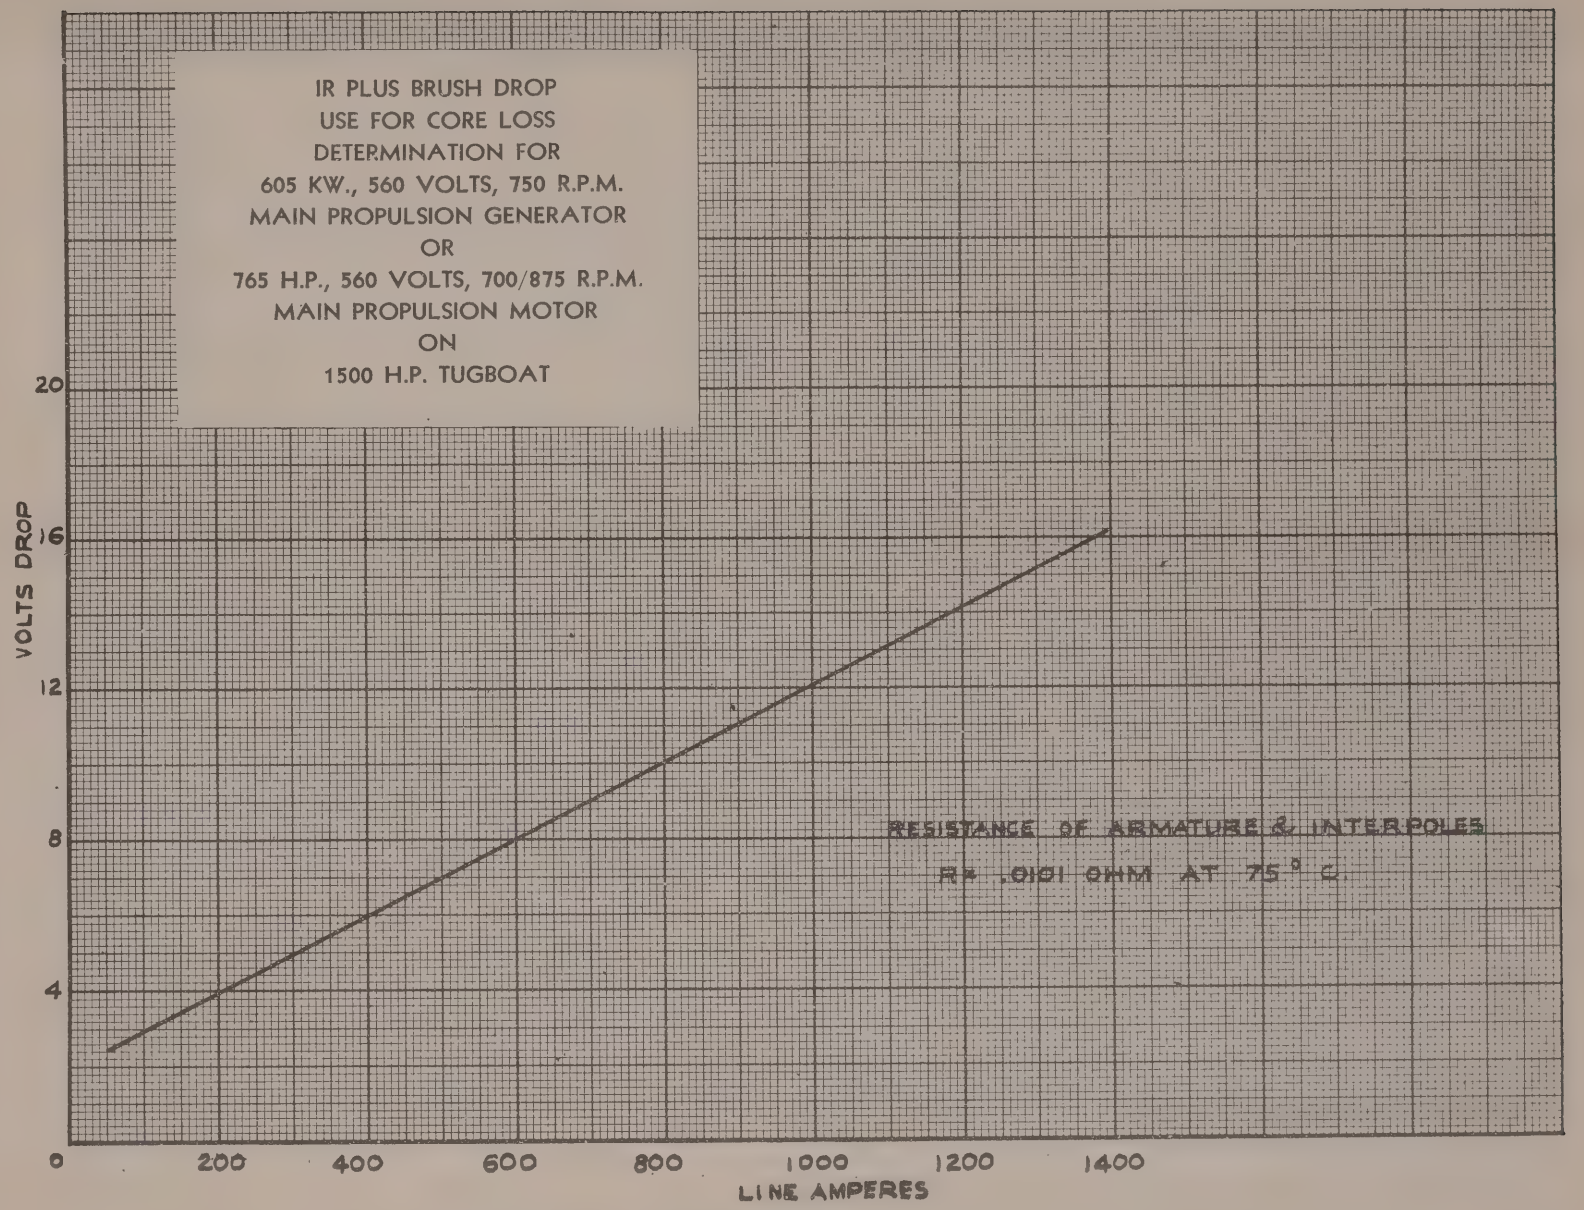

Fig. 11W
b. Core loss is determined by uses of curves, Figs. 11W and 12W, as follows: First add to terminal voltage as read (560 volts) the volts drop as read from Fig. 11W at 1080 amps. hence
b. Core loss is determined by use of curves Fig. 11W and 12W as follows: First, subtract from the terminal voltage as read (560 volts) the volts drop as read from Fig. 11W at 1080 amps. hence
Main Generators and Motors—Core Loss—Before reading core loss, add the IR drop from Fig. 11W to terminal voltage for the generators and subtract the IR drop for the motors.